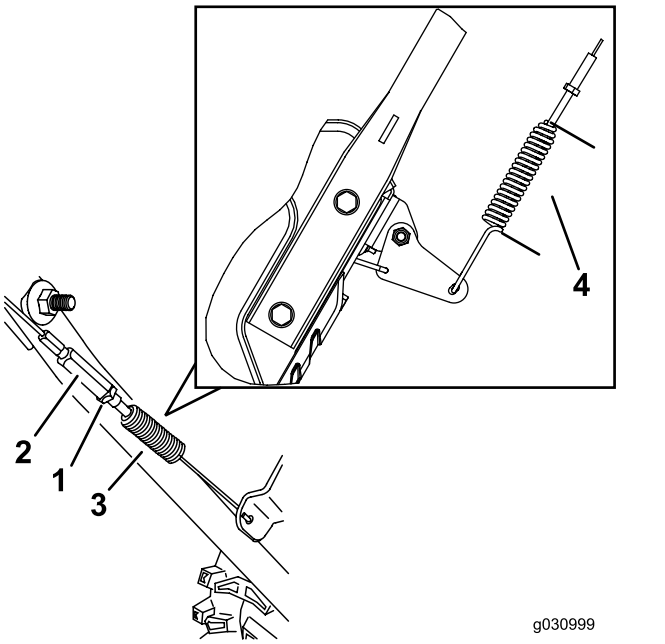

Figur 36
3. Løsne eller stram til spennmutteren for å justere fjærlengden til 5,5 cm som vist i Figur 36.
4. Stram låsemutteren (Figur 36). Påse at det er litt spenning i kabelen.